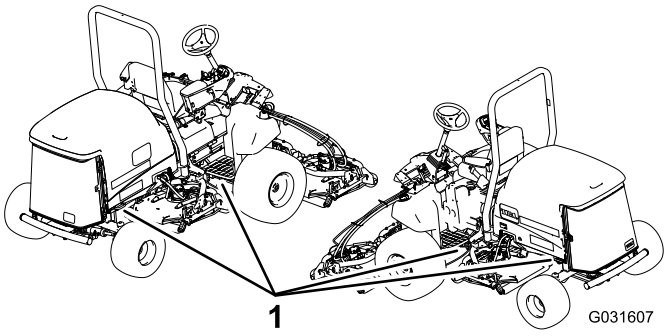

Figur 25
5. Använd fästöglorna av metall på maskinen (Figur 25) för att säkra den på släpvagnen eller lastbilen med hjälp av spännband, kedjor, kättingar eller rep.